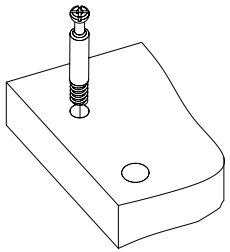
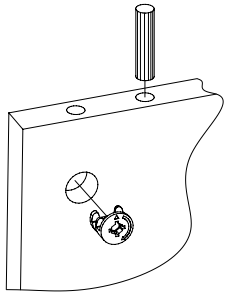

Рис.4
Рис.5
3. Вкрутить шпильки минификсов в детали 1, 3, 4, 5 (Рис. 4). Затем вставьте головки минификсов и шканты в детали 4, 5, 6, 7, 8, 9, 10, 11, 12 (Рис. 5).